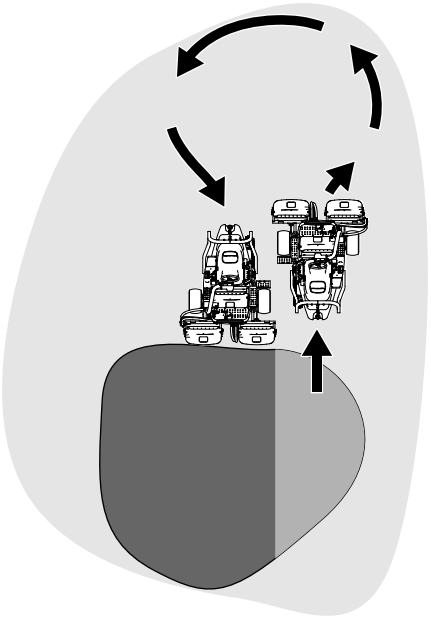

**Rysunek 22**
6. Aby skrócić czas pracy i ułatwić sobie przejście do kolejnego przejazdu, wykonaj chwilowy skręt maszyny w przeciwnym kierunku, następnie skręt w kierunku nieskoszonej części; skręt o kształcie łzy (Rysunek 22) dla szybkiego ustawienia się na kierunku kolejnego przejazdu.